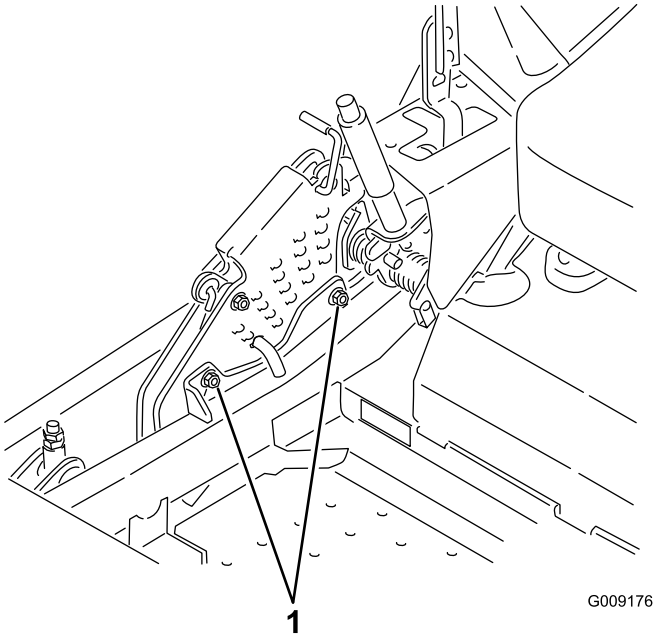

Figur 92
12. Løsn de to bolte nederst på klippehøjdepladen for at justere enkeltpunktssystemet. Se Figur 92.
14. Stram de to bolte nederst på klippehøjdepladen (Figur 92). Spænd til 37-45 Nm.